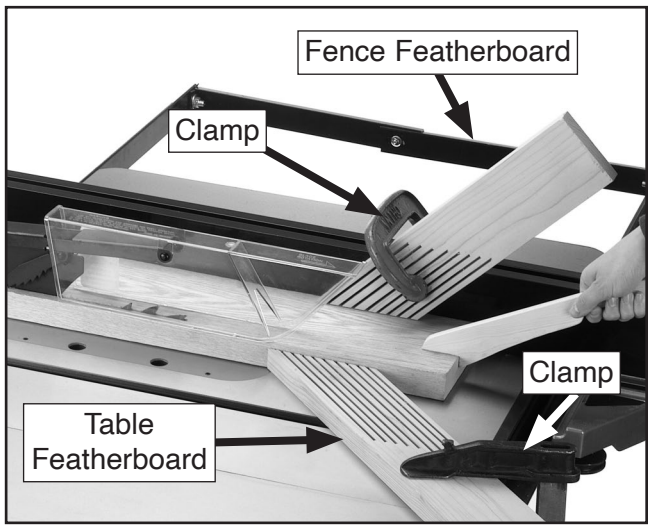

Figure 83. Example of featherboards secured with clamps.
3. Place a featherboard on table away from blade so all fingers point forward and contact workpiece (see **Figure 83**).